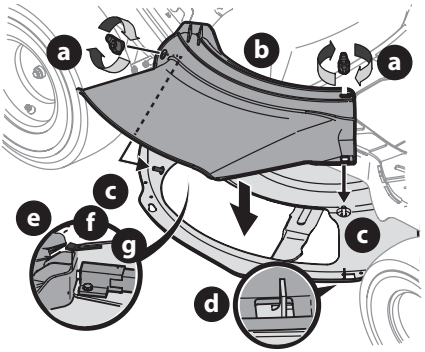

Figure 8
1. Retirez les écrous papillon (a) du plateau de coupe. Gardez-les pour utilisation ultérieure (Figure 8).
2. Installez le déflecteur d'éjection (b) sur l'ouverture du plateau de coupe. Introduisez les goujons (c) sur la surface du plateau de coupe dans les trous sur la partie supérieure du déflecteur d'éjection (b). Introduisez la petite encoche (d) sur le rebord du plateau de coupe dans le trou carré sur la partie inférieure du déflecteur d'éjection (b) (Figure 8).
IMPORTANT ! Assurez-vous que la partie supérieure arrière du déflecteur d'éjection (b) s'appuie contre l'interrupteur de sécurité (e) situé sur la surface du plateau de coupe. Le moteur ne démarrera pas si le déflecteur d'éjection (b) n'est pas bien installé (Figure 8).
3. Fixez le déflecteur d'éjection (b) en serrant les écrous papillon (a) retirés à l'étape 1 (Figure 8).